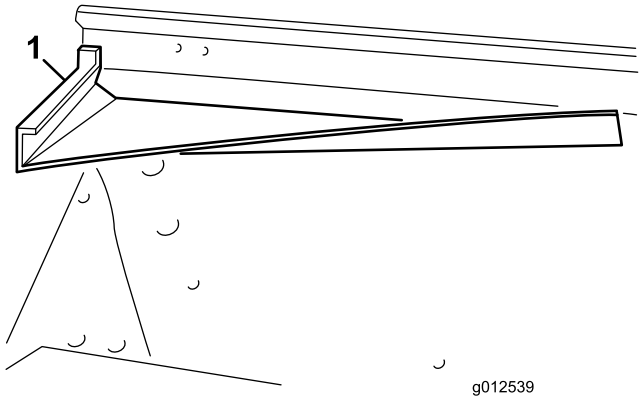
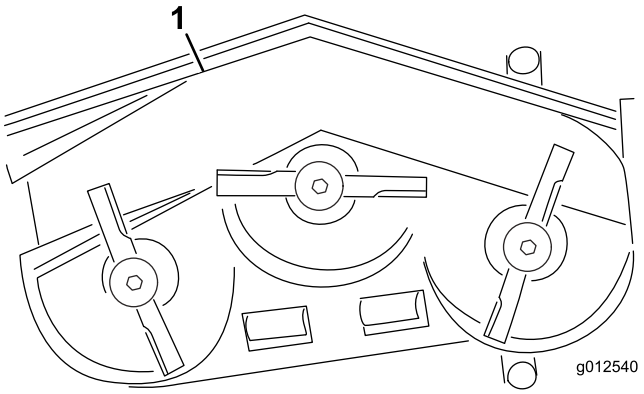
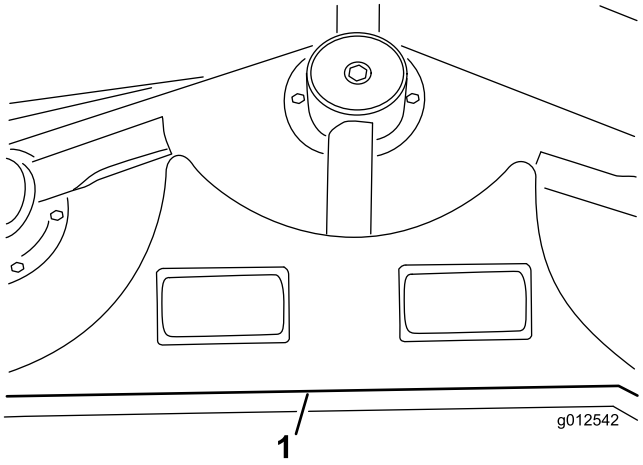
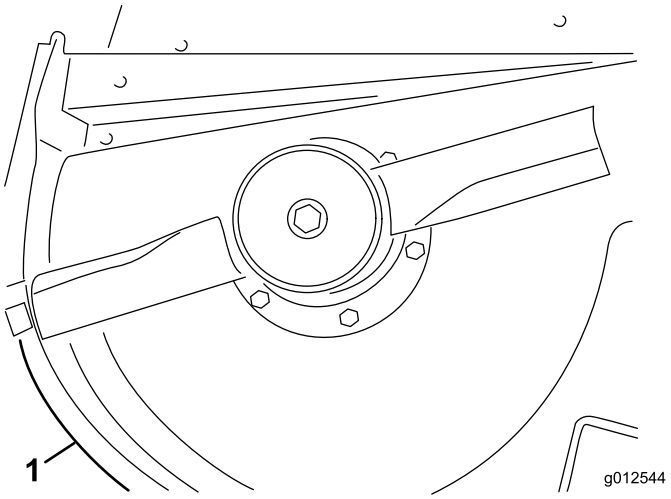

Figure 11
Figure 12
Figure 14
Figure 16
1. Insérez le déflecteur avant dans le plateau en alignant l'extrémité sur le bord de l'ouverture d'éjection (Figure 11 et Figure 12).
8. Utilisez les trous existants pour fixer le rebord arrière sur le plateau au moyen de 4 boulons (3/8–16 x 1 po) et 4 rondelles-freins (3/8 po) (Figure 14).
9. Alignez le rebord gauche sur l'extrémité gauche du rebord arrière et le bord du plateau (Figure 12 et Figure 14).
11. Alignez le rebord droit sur l'extrémité droite du rebord arrière et le bord du plateau (Figure 12 et Figure 16). En vous servant du rebord gauche comme gabarit, repérez et percez 3 trous (9/32 po de diamètre) dans le plateau.